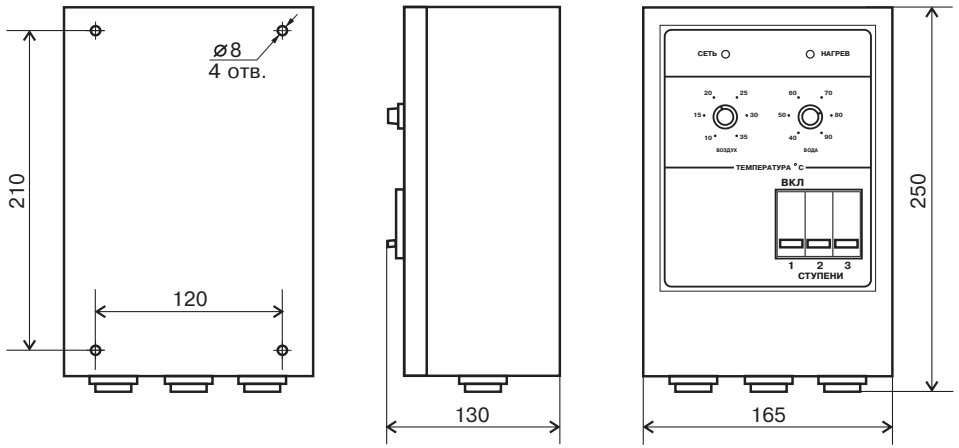

Рис.1 Габаритные размеры и расположение органов управления панели управления
2.6. Габаритные и установочные размеры приведены на рис.1.